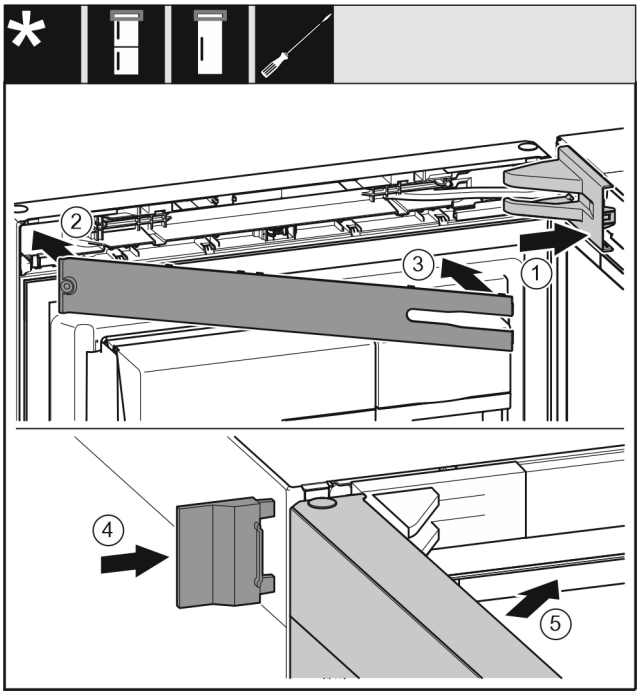

Fig. 26
- ▶ Uzlieciet un nofiksējiet gultņa balsta pārsegu *Fig. 26 (1)*, ja nepieciešams, uzmanīgi atspiediet.
- ▶ Uzlieciet aizsegu *Fig. 26 (2)*.
- ▶ Pievirziet un nofiksējiet aizsegu *Fig. 26 (3)*.
- ▶ Uzbīdiet ārējo pārsegu *Fig. 26 (4)*.
- ▶ Aizveriet augšējās durvis *Fig. 26 (5)*.